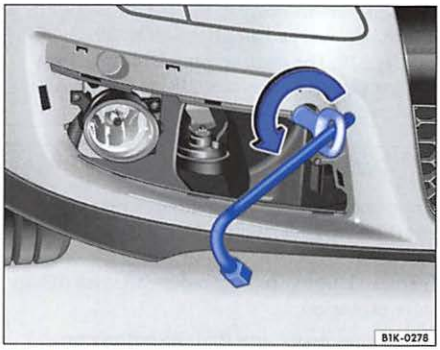

Fig. 46 The front right section of the vehicle: screwing in the towing eye
– Screw the towing eye in direction of the arrow as far as it will go into the threaded hole ⇒ fig. 46. Use the lug wrench to tighten the towing eye.